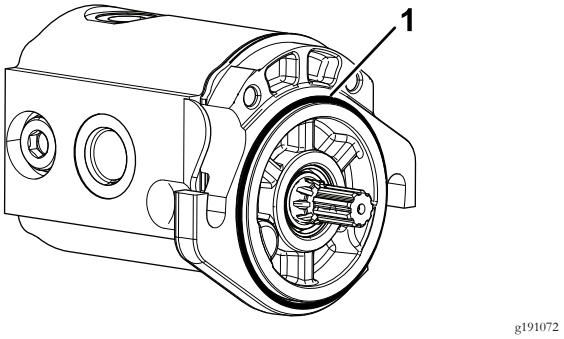

Figur 7
5. Monter o-ringen på knivcylindermotoren (Figur 7).